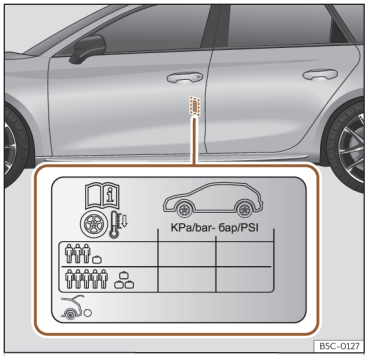

Abb. 228 Einbauort des Aufklebers für den Reifenfülldruck.
- Passen Sie bei größerer Zuladung den Reifendruck entsprechend an ››› **(Abb. 228)**.
Die Angaben zum Reifenfülldruck befinden sich auf dem Aufkleber an der Fahrertürsäule ››› **(Abb. 228)**.
Der Reifendruck muss der aktuellen Fahrzeugbeladung angepasst werden. Wenn das Fahrzeug voll beladen werden soll, muss der Reifenfülldruck entsprechend dem auf dem Reifenfülldruck-Aufkleber angegebenen maximalen Wert erhöht werden ››› **(Abb. 228)**.
Füllen Sie bei einem minimierten Notrad (125/70 R16 oder 125/70 R18) auf einen Druck von 4,2 bar, gemäß Angabe auf dem Aufkleber mit den Reifendruckwerten ››› **(Abb. 228)**.
- **Der Fahrer ist verantwortlich für den richtigen Reifenfülldruck an allen Reifen am Fahrzeug. Der empfohlene Reifenfülldruck befindet sich auf einem Aufkleber ››› (Abb. 228).**
- **Immer den richtigen Reifenfülldruck am kalten Reifen einhalten, wie auf dem Aufkleber angegeben ››› (Abb. 228).**